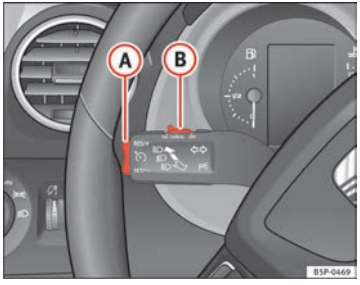

Fig. 154 Indicator and main beam headlight lever switch and rocker switch for the cruise control
- when the lever (B) is moved to the position “CANCEL” without reaching the “OFF” position. Once the “CANCEL” operation is completed, the lever is released and returns to its initial position.
To resume the cruise control, release the brake or clutch pedal or reduce the vehicle speed to less than 180 km/h and press once on the upper part of the rocker switch **RES/+** ⇒ fig. 154 (A).